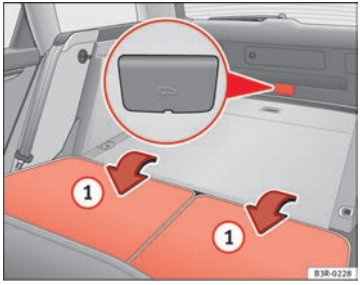

Fig. 75 Detail of the rear seats and luggage compartment: access to the emergency release mechanism
– Fold down both rear backrests (1) ⇒ fig. 75.